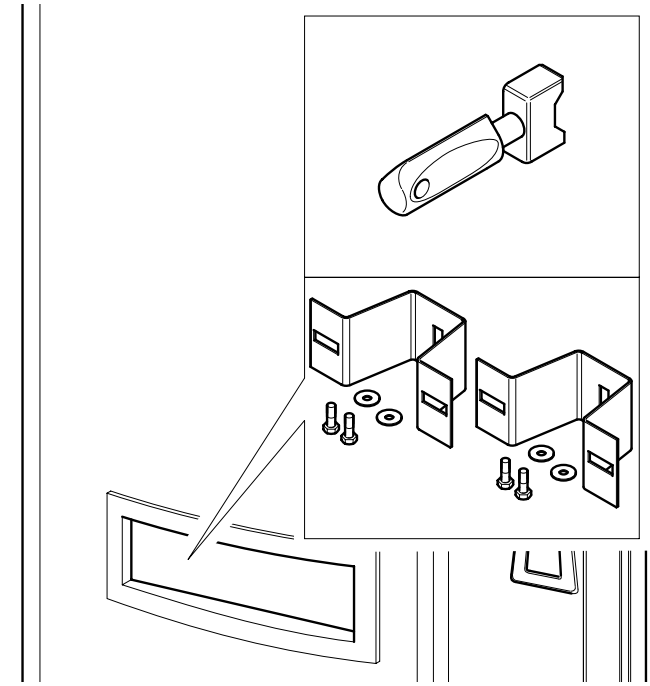

FIG.4.4
- Coger el estuche de accesorios de serie del expendedor, que se encuentra en la cubeta de recogida del agua de condensación, formado por *(Fig.4.4).*